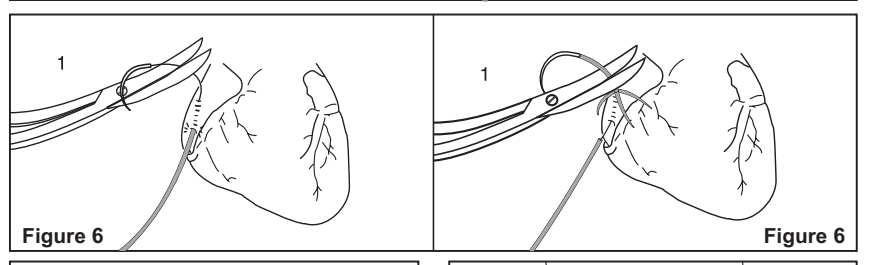

Figure 6 Figure 6
3. Cut the wire and curved needle protruding from the myocardium so that the rest of the wire remains inside the myocardium (**see Figure 6**). The cutting process may not be followed out immediately, as the period when the risk of displacement is most intense term, is shortly after the insertion process. Discard the myocardial curved needle.
3. Couper le fer sortant du myocarde et l'aiguille inclinée de manière à ce que la partie arrière reste dans le myocarde (**se conférer à la figure 6**). Etant donné que la période d'intensité du risque de changement de place est peu après l'opération d'installation, l'opération de coupe peut être réalisée immédiatement. Jeter l'aiguille à inclinaison micro cardiale.